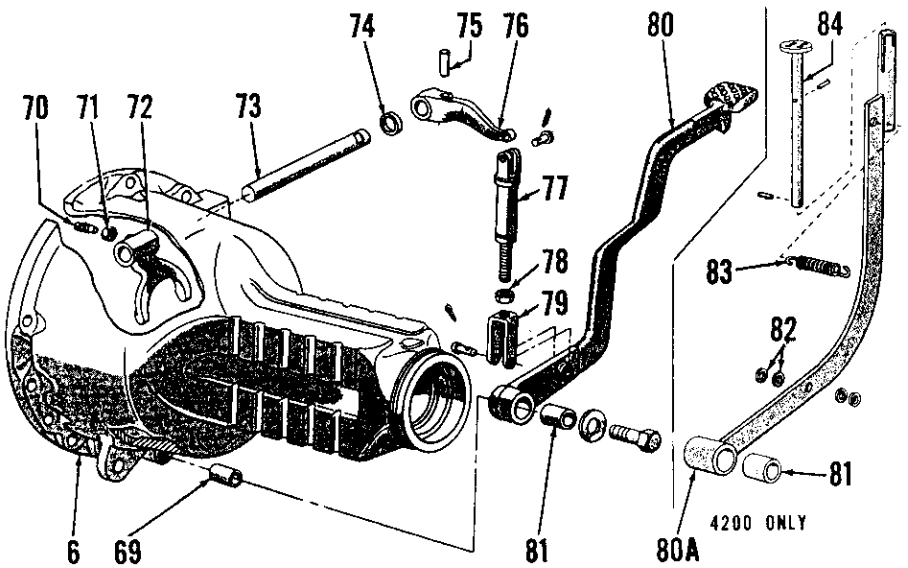

Fig. 331–Exploded view of model 4000 differential lock linkage. Model 4200 has different pedal (80A) than other models.
Disconnect adjustable (spring loaded) link (77—Fig. 331) from operating lever (76) and loosen locknut (78). Jack up right rear wheel, push down on operating lever (76) and turn rear wheel until dog clutch is aligned and differential lock is fully engaged. With foot pedal (80) resting on platform (foot rest), adjust length of link (77) so that pin can just be inserted through link and operating lever while holding lever in engaged position. Shorten the link one turn from this length, reinstall pin through link and lever and tighten locknut.
Unbolt and remove ring gear thrust block (61) from left axle housing. On model 4000 with differential lock, refer to Fig. 331 and remove the locknut (71) and set screw (70) retaining the actuating fork (72) and remove shaft (73)